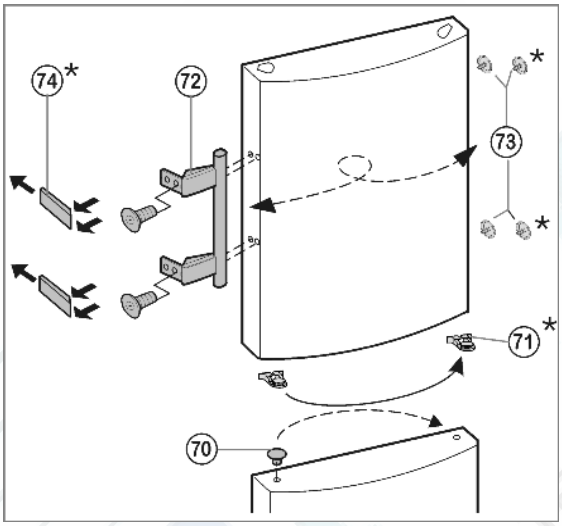

Fig. 10
- ▶ **На нижней дверце: Извлеките** пробку *Fig. 10 (70)* из опорной втулки дверцы и переставьте.
- ▶ **На обеих дверцах: Снимите и переставьте на противоположную сторону** дверную ручку *Fig. 10 (72)*, пробку *Fig. 10 (73)* и прижимные пластины* *Fig. 10 (74)*.